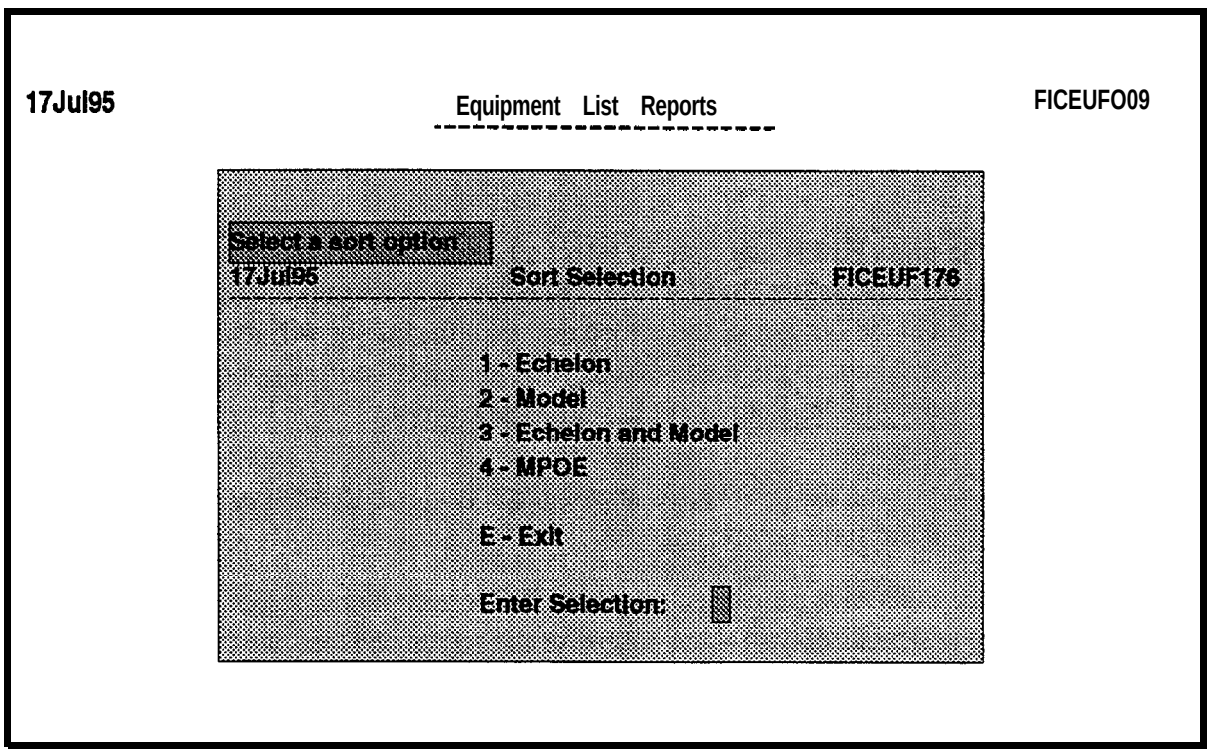

Figure 5-51. Sort Selection Window for the Bumper Number Summary Report
e. When all the units have been selected, press **ESC** to accept your selections. The Sort Selection window will be displayed as shown in Figure 5-51.